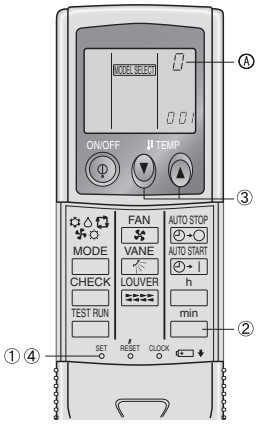

Fig. 6-9
3) Asignación de un controlador remoto inalámbrico por infrarrojos a cada unidad (Fig. 6-9)
4) Operación de ajuste del número de par del controlador remoto inalámbrico por infrarrojos (Fig. 6-9)
① Pulse el botón SET con algún objeto puntiagudo.